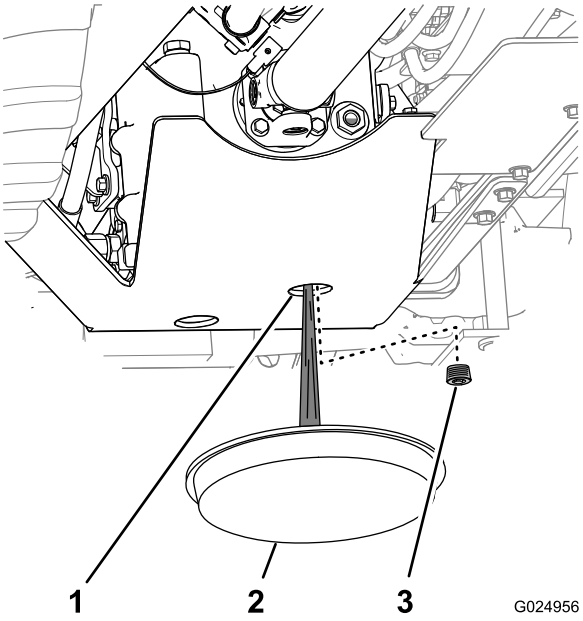

Figure 94
2. Placez un bac de vidange sous l'orifice avant du blindage de la transmission (Figure 94).
3. En passant par le blindage, nettoyez la surface autour du bouchon de vidange de la transmission (Figure 94).